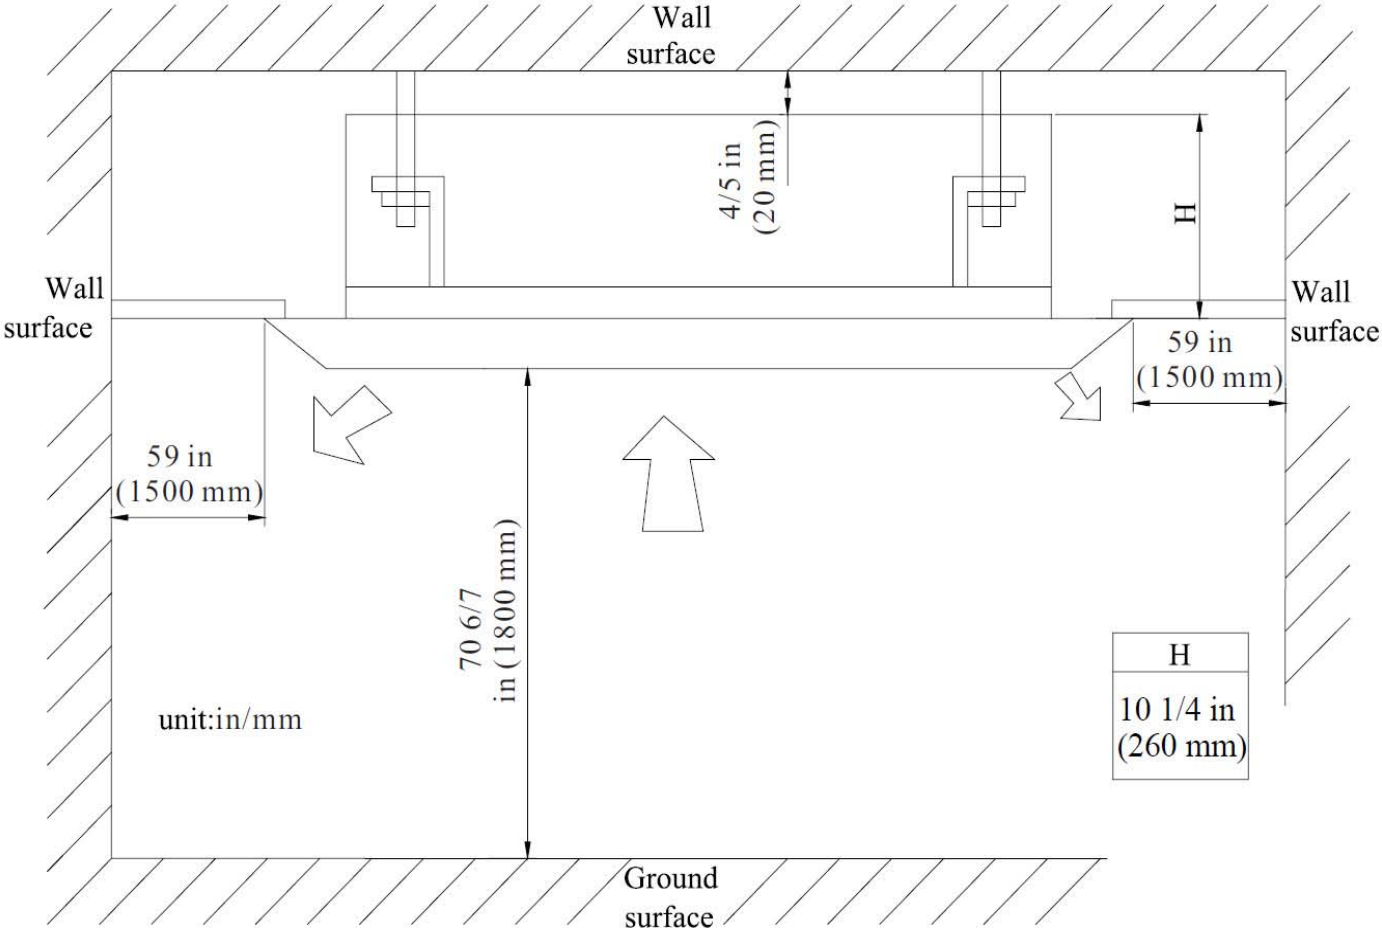

Fig. 4 – Cassette Clearance
Allow sufficient space for airflow and servicing unit. See Fig. 4 for minimum required distances between unit and walls or ceilings.
- A location which provides appropriate clearances as outlined in Fig. 4.